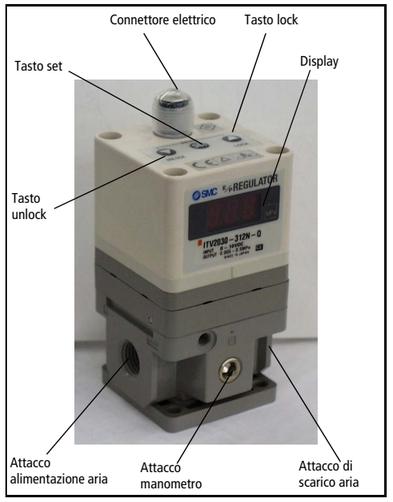

Fig 1
- Per impostare la pressione minima (sul display appare F-1) utilizzare i tasti lock/unlock (Fig 1), quindi premere Set (Fig 1) per bloccare l'impostazione.
- Per impostare la pressione massima (sul display appare F-2) utilizzare tasti lock/unlock (Fig 1), quindi premere 'Set' (Fig 1) per bloccare l'impostazione.
- Per impostare l'uscita del sensore 1 (sul display appare P-1) utilizzare tasti lock/unlock (Fig 1), quindi premere Set (Fig 1) per bloccare l'impostazione.
- Per impostare l'uscita del sensore 2 (sul display appare P-2) utilizzare tasti lock/unlock (Fig 1), quindi premere Set (Fig 1) per bloccare l'impostazione.
Se per errore si preme qualche tasto, sul display (Fig. 1) appare la scritta Loc.
1) Premere il tasto 'unlock' (Fig 1) per più di 2 secondi.
3) Premere il tasto 'set' (Fig 1) per sbloccare.
Nota: Per cancellare l'operazione, premere di nuovo il tasto 'unlock' (Fig 1).
1) Premere il tasto 'lock' (Fig 1) per più di 2 secondi.
3) Premere il tasto 'set' (Fig 1) per bloccare.
Nota: Per cancellare, premere il tasto 'unlock' (Fig 1).
Se i regolatori ITV2000, 3000, 2090 rileva un'anomalia, sul display (Fig 1), appare Er seguito da un codice. Isolare l'alimentazione, individuare il problema e risolverlo. Ristabilire l'alimentazione di potenza, dopo aver eliminato il guasto.
Premere i tasti lock/unlock (Fig 1) contemporaneamete per più di 3 secondi.